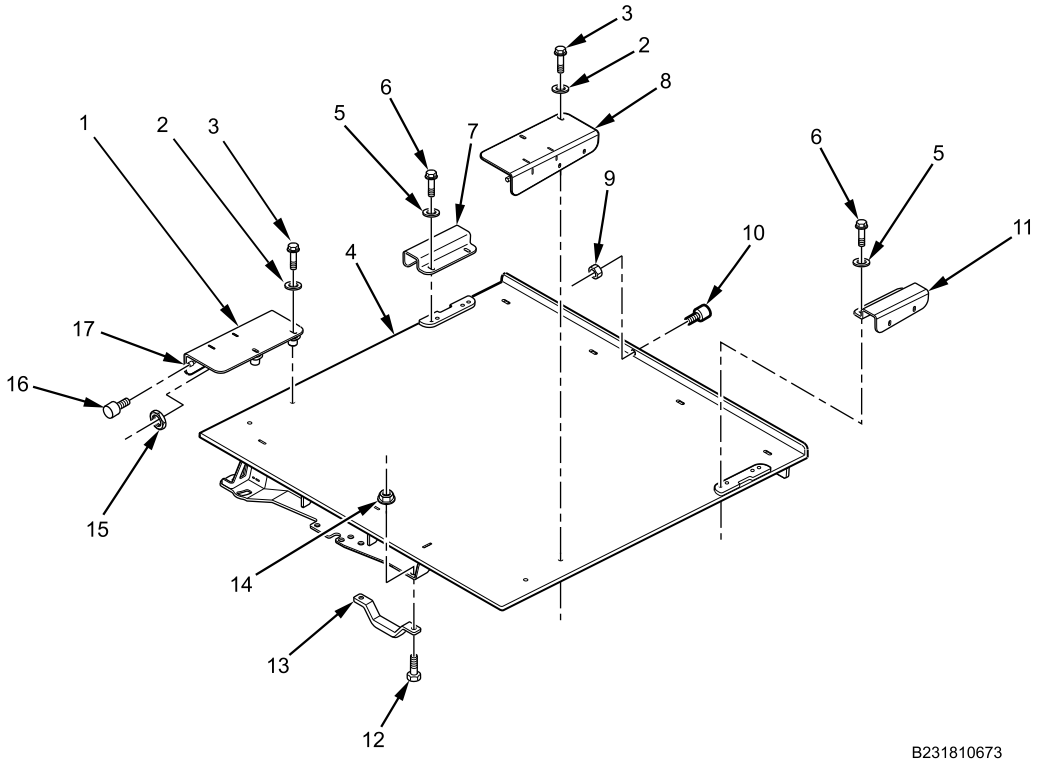

Figure 6. Handle, Shock Absorbers, Rubber Buffer, and Gunner Hatch Brackets.
2. Install two nuts (Figure 6, Item 14), two bolts (Figure 6, Item 12), and gunner hatch handle (Figure 6, Item 13) on gunner hatch (Figure 6, Item 4). Tighten handle nuts.
3. Install rubber buffer (Figure 6, Item 10) and nut (Figure 6, Item 9) on gunner hatch (Figure 6, Item 4). Tighten rubber buffer nut.
4. Install two shock absorbers (Figure 6, Item 16) with two shock absorber nuts (Figure 6, Item 15) to shock absorber mounting brackets (Figure 6, Item 17) on underside of front holder brackets (Figure 6, Item 1 and 8). Tighten shock absorber nuts.
5. Install four flat washers (Figure 6, Item 5), bolts (Figure 6, Item 6), and front holder brackets (Figure 6, Item 1 and 8), as observed during removal, on front of gunner hatch (Figure 6, Item 4). Tighten front holder bracket bolts.
6. Install four flat washers (Figure 6, Item 2), bolts (Figure 6, Item 3), and rear brackets (Figure 6, Item 7 and 11), on rear of gunner hatch (Figure 6, Item 4). Tighten rear bracket bolts.